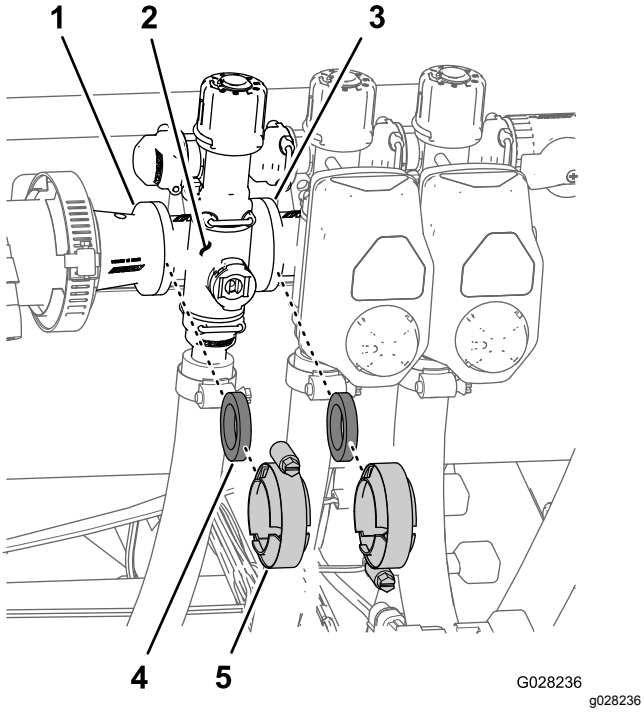

Figur 119
1. Fjern klemmene og pakningene som fester manifoldet for seksjonsventilen (Figur 119) til den nærliggende seksjonsventilen (hvis det er den venstre seksjonsventilen) og reduksjonskoblingen.